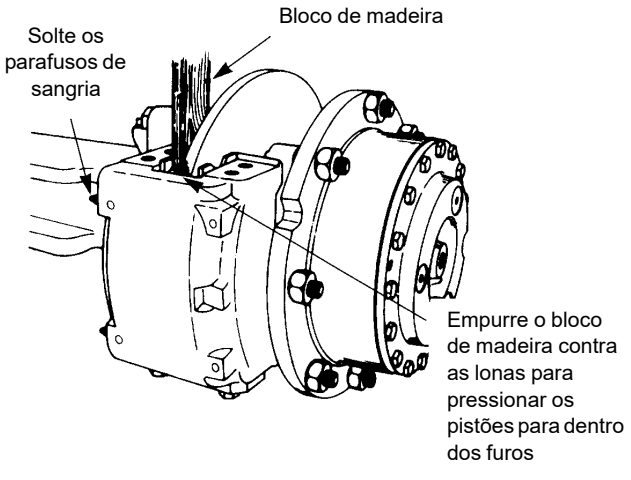

FIGURA 8-5
2. Solte os parafusos de sangria para liberar a pressão hidráulica no cáliper (Figura 8-5).